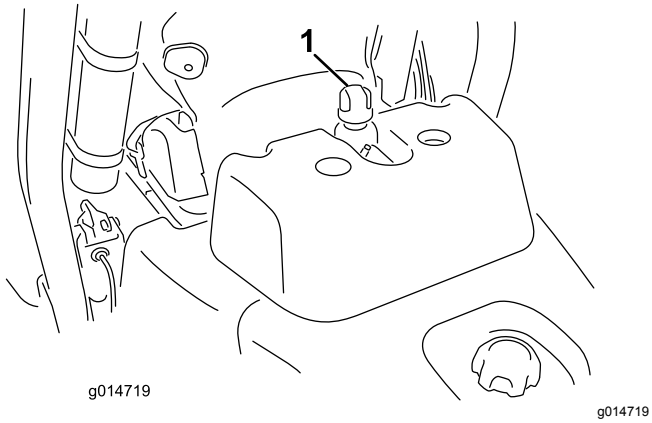

Rysunek 32
2. Odkręć korek zbiornika (Rysunek 32).